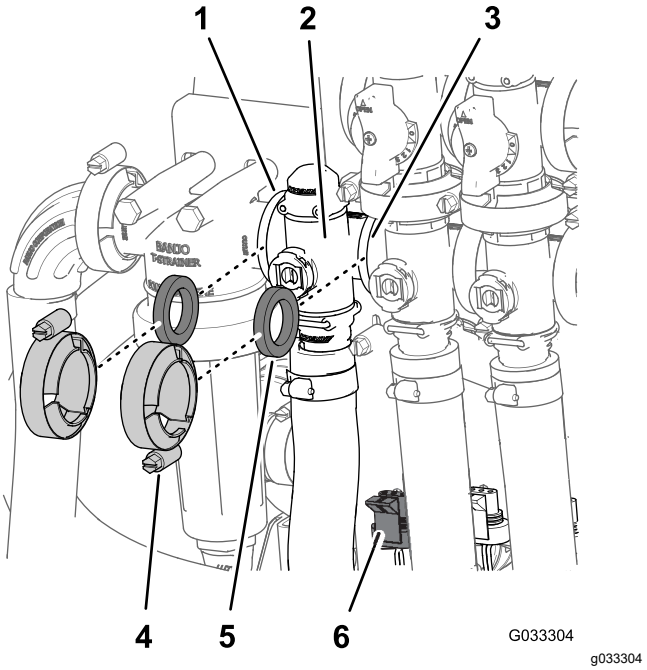

Figura 68
1. Retire las abrazaderas y las juntas que sujetan el distribuidor de la válvula de control de caudal (Figura 68).